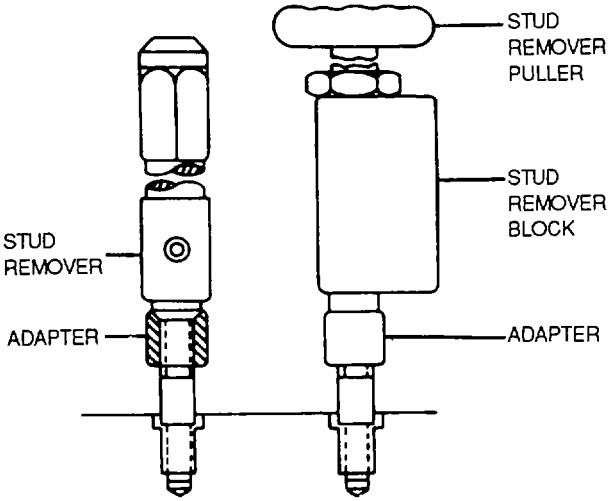

Figure 2-64. Stud Removal
(1) Place adapter, as shown in figure 2-64, in stud remover.
(2) Drive adapter down over threads of stud.
(3) Remove studs by turning stud remover with a wrench. If threads in parent material pick up and stud remover cannot be turned, remove stud remover from adapter.
(4) Place stud remover block and puller on adapter and remove adapter from stud
(5) Cut off stud close to parent material.